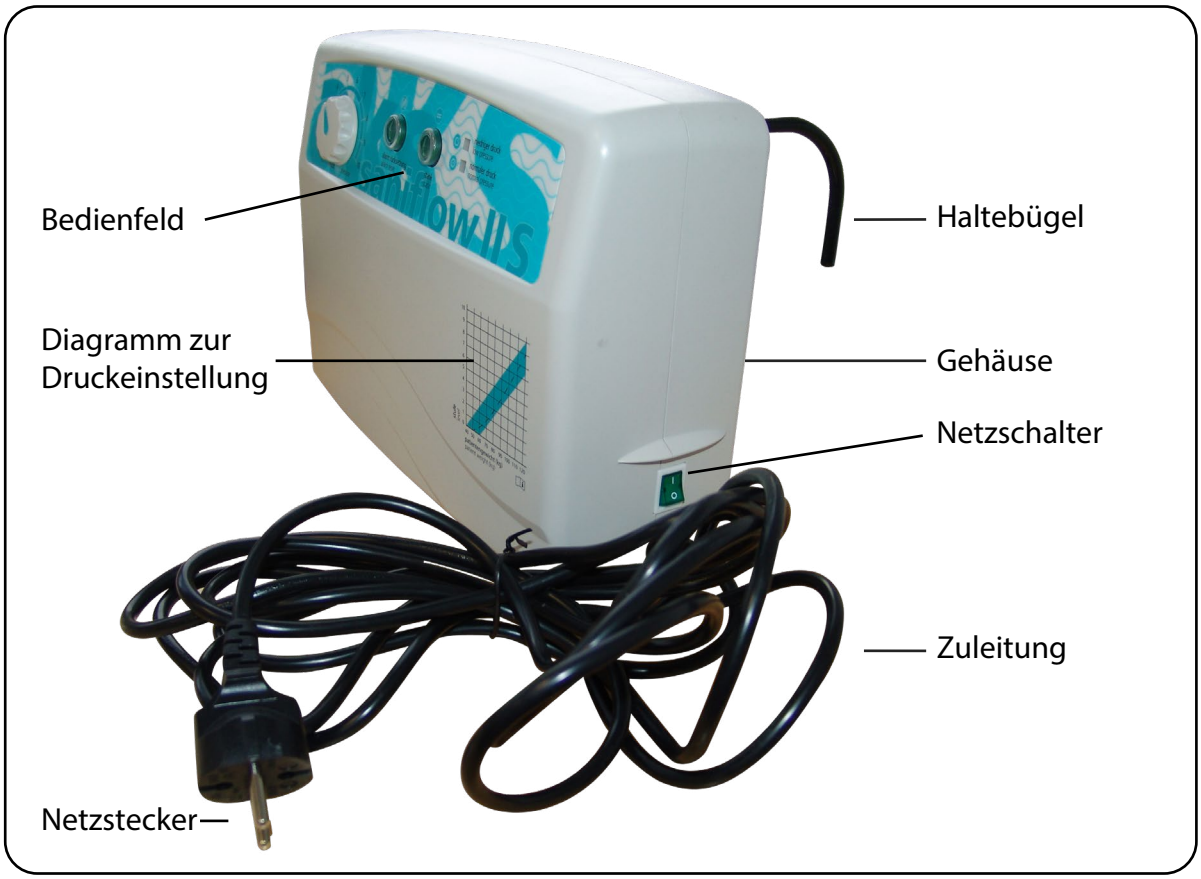
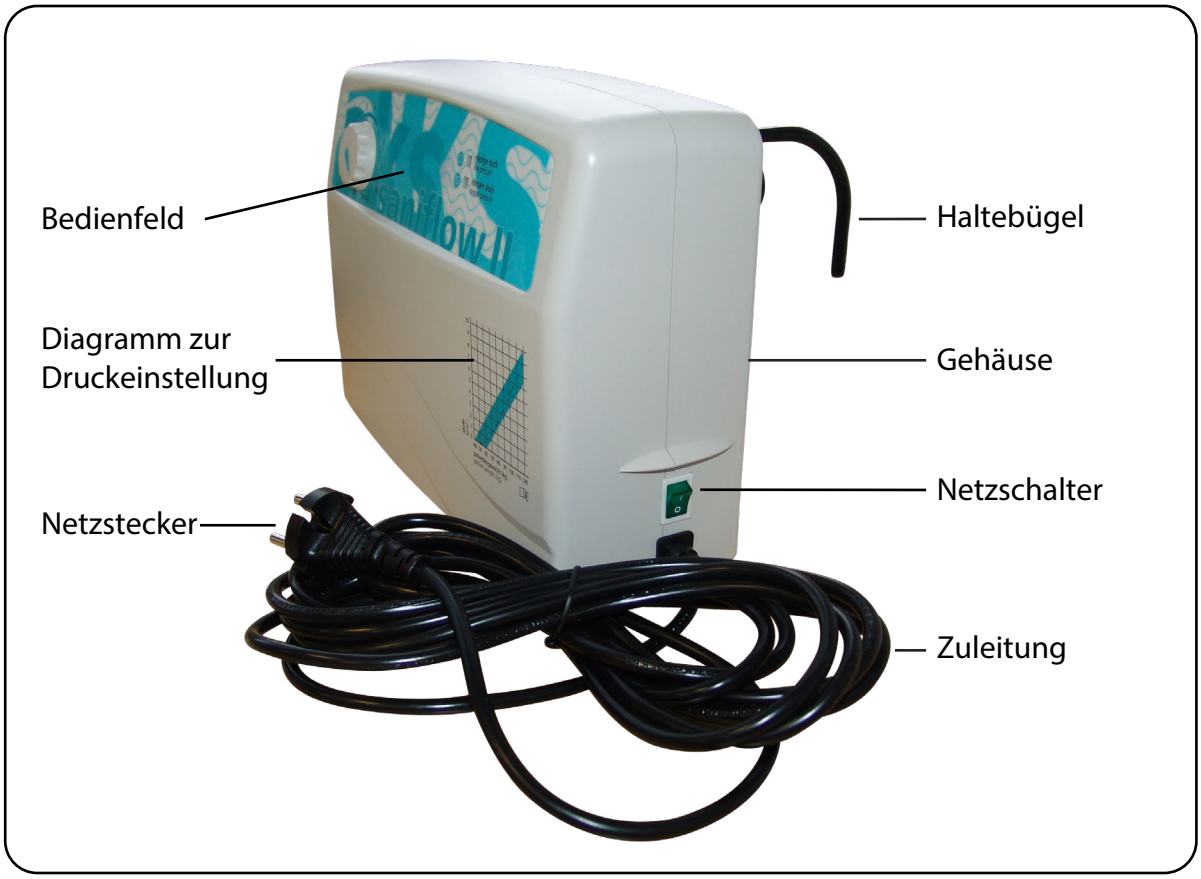
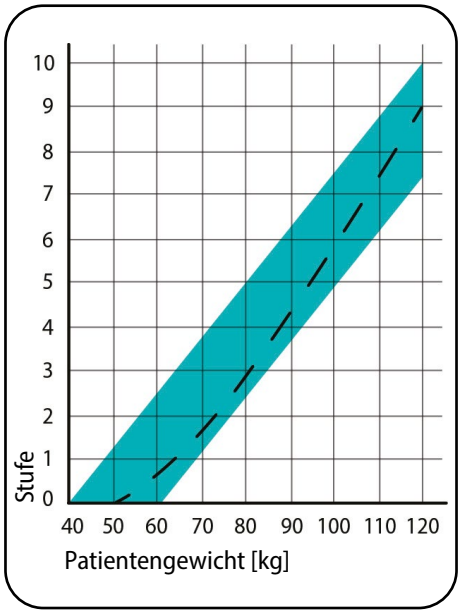

Abb. 5.01 - Aggregat Frontansicht saniflow® II S
Abb. 5.02 - Aggregat Frontansicht saniflow® II
Abb. 8.1.01 - Einstellung Leistungsstufe
Über den Druckregler auf dem Bedienfeld des Aggregates (Abb. 5.1.01/Abb. 5.1.02) wird der Fülldruck im Verhältnis zum Patientengewicht nach einem Diagramm (Abb. 5.01/Abb. 5.02 und Abb. 8.1.01) als Richtwert eingestellt. Die Einstellung ist dabei stufenlos in einem Skalierungsbereich von 1 bis 10 individuell an das Patientengewicht bzw. an die momentane Belastungssituation möglich. Durch den erforderlichen Handtest und ggf. einer Nachregulierung des Fülldrucks wird eine optimale Anpassung an die Besonderheiten des Patienten ermöglicht (siehe Kapitel Bedienung/Anwendung Abschnitt **Normalbetrieb**).
10. Das Aggregat verfügt über eine Aufhängevorrichtung (2 Haltebügel) sowie 4 Aufstellfüße an der Unterseite (Abb. 5.01/Abb. 5.02 und Abb. 5.03). Hängen Sie das Aggregat mit den beiden umklappbaren Haltebügeln an das Fußende des Bettes oder stellen Sie es, mit der Unterseite, auf eine ebene Ablagefläche neben das Bett.
13. Überprüfen Sie, dass der Netzschalter (grün) des Aggregates auf „aus“ (0) steht. Der Netzschalter befindet sich auf der rechten Gehäuseseite (Abb. 5.01/Abb. 5.02).
1. Schalten Sie das Aggregat mit dem Netzschalter ein (Abb. 5.01/Abb. 5.02, Abb. 8.1.01). Die Betriebskontrollleuchte im Netzschalter leuchtet grün auf. Gleichzeitig leuchtet die rote LED „niedriger druck“ auf (Abb. 5.1.01/5.1.02).
8. Anschließend stellen Sie die Leistungsstufe ein. Die optimale Leistungsstufe hängt von mehreren Faktoren ab. Hierzu gehören in erster Linie das Patientengewicht und die Auflagefläche des Patienten. Für die Einstellung kann Ihnen das Diagramm (Abb. 8.1.01) einen ersten Anhaltspunkt liefern. Dieser Wert dient nur als Richtwert zur groben Druckeinstellung und stellt keine genaue Angabe für das Einsinkverhalten des Körpers dar.